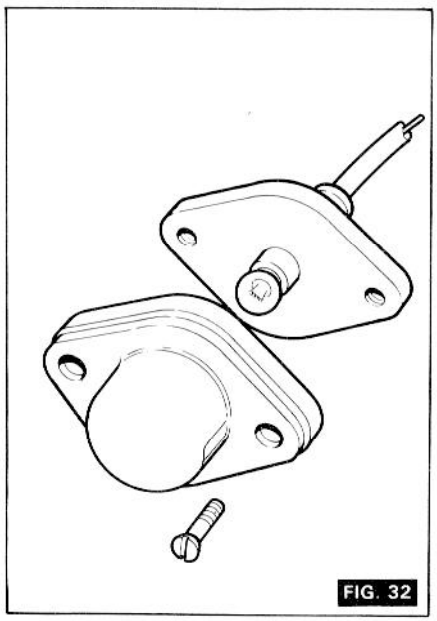

FIG. 32
3. *Eclairage du tableau de bord* (*Fig. 32*)